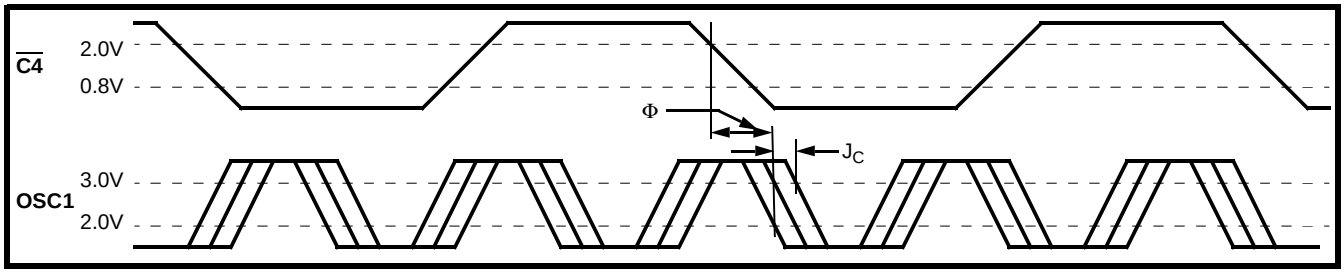

Figure 17 - Frequency Locking for the C4 and OSC1 Clocks in MAS/DN Mode
2) When operating in MAS/DN Mode, the $\overline{C4}$ and Oscillator clocks must be externally frequency-locked (i.e., F_C=2.5xf_{C4}). The relative phase between these two clocks (Φ in Fig. 17) is not critical and may vary from 0 ns to t_{C4P} . However, the relative jitter must be less than J_C (see Figure 17).